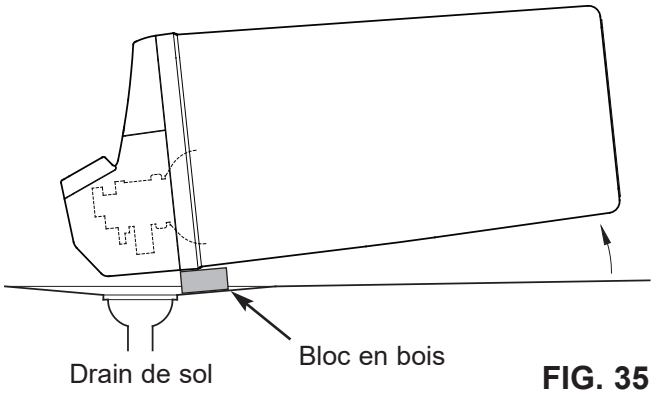

FIG. 35
6. Placez un bloc de 5 cm d'épaisseur près du drain de sol (consultez la figure 35).